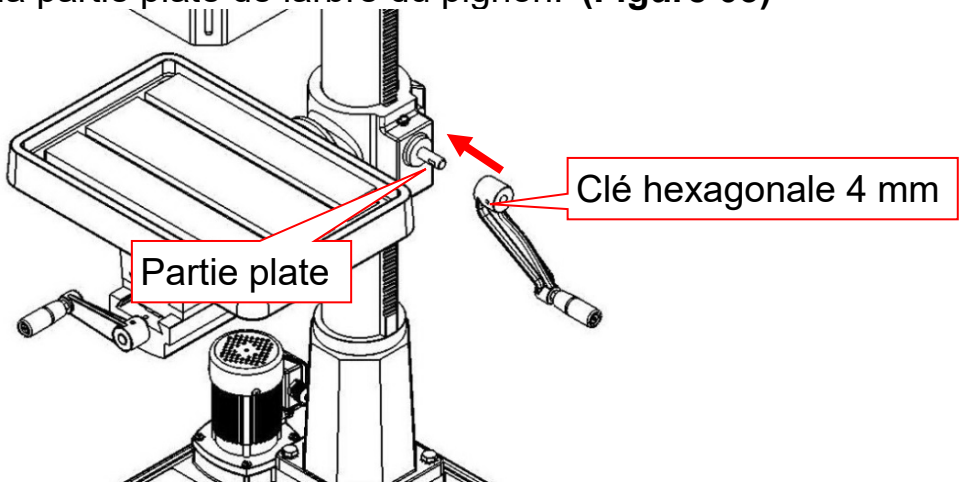

Figure 03
2. Montez le levier de la manivelle sur larbre du pignon. Ensuite, serrez la vis sans tête de la manivelle contre la partie plate de larbre du pignon. **(Figure 03)**